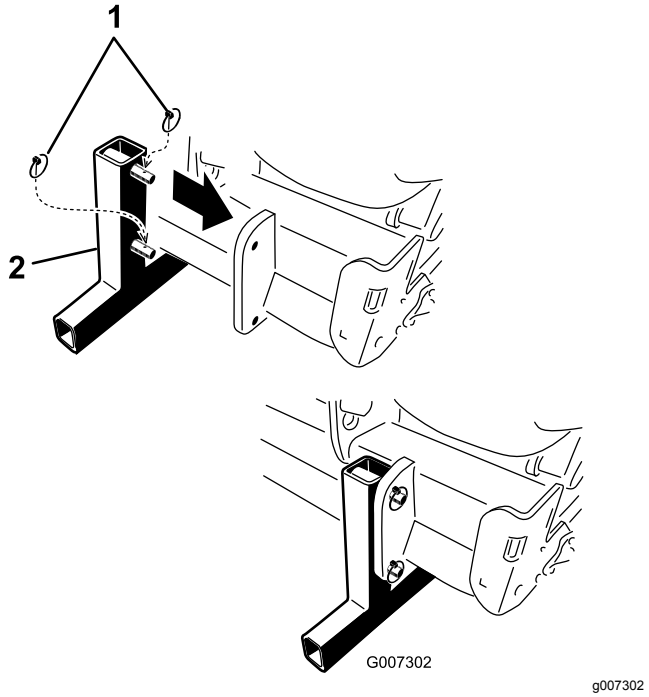

Figur 44
5. Monter støttebenene, og fastgør dem til dybdelufteren med ringstifter (Figur 44).